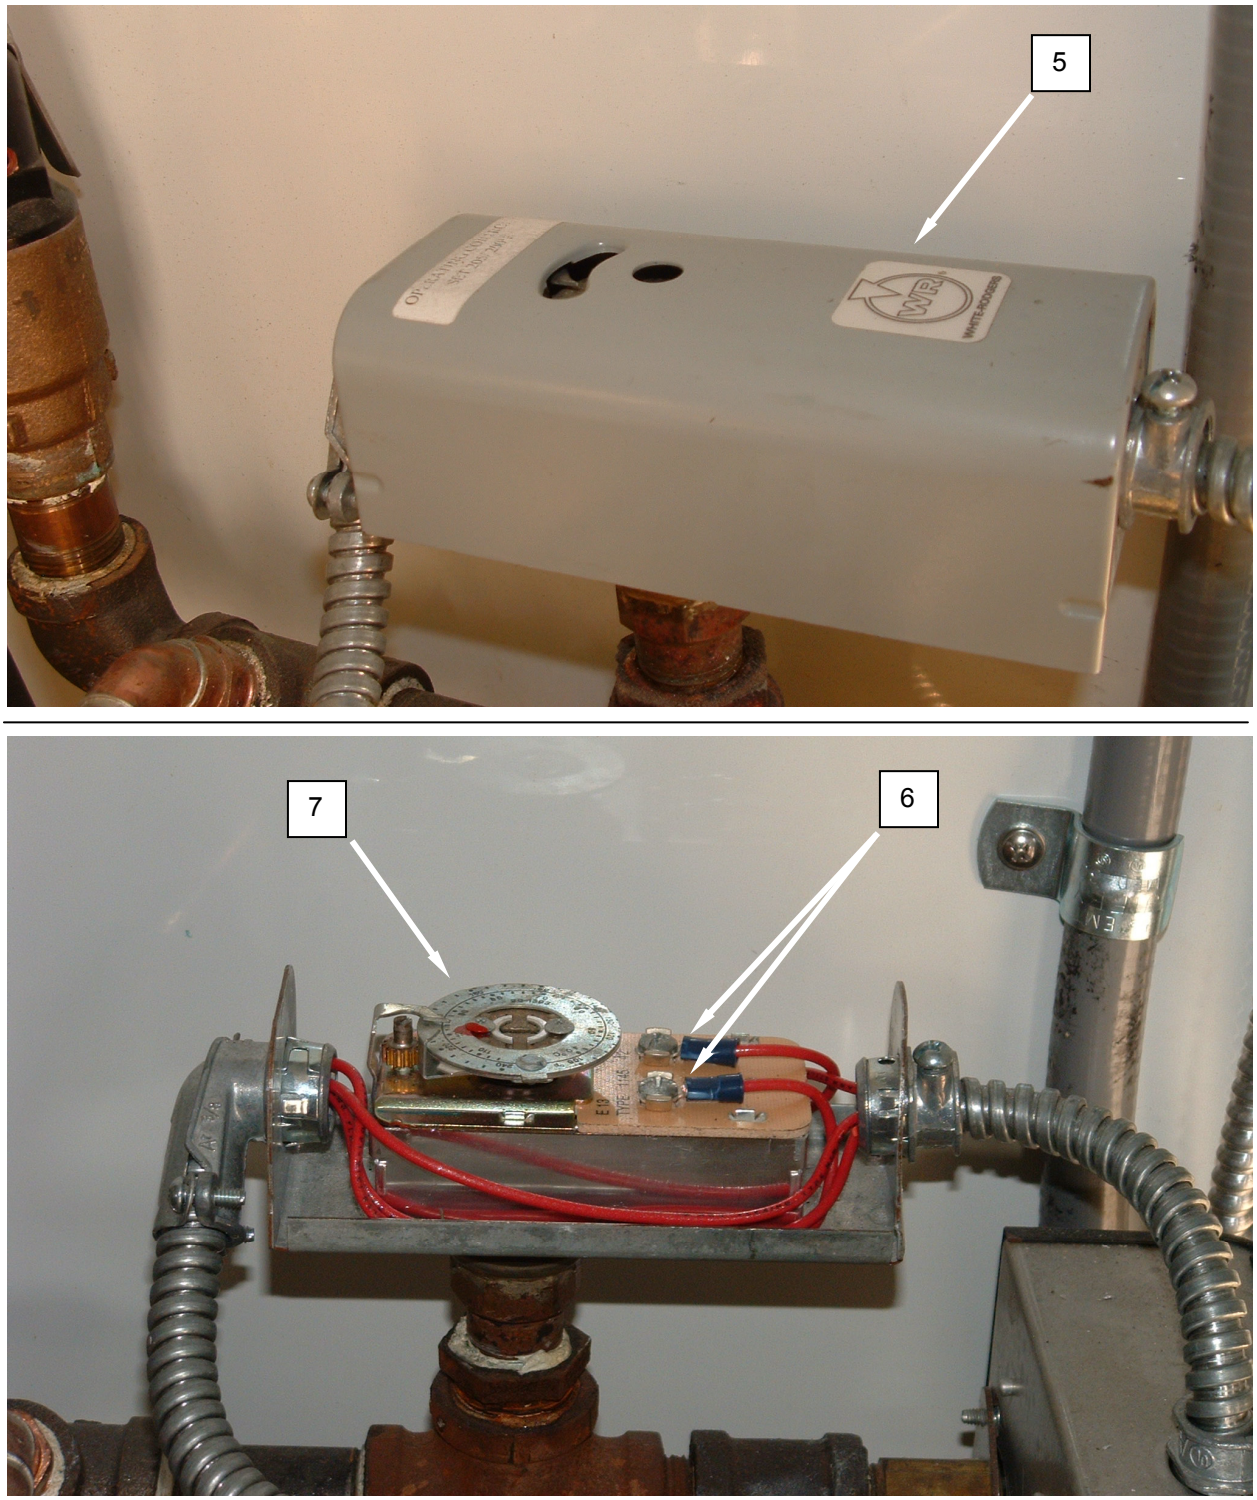

Figure 3. Test the Thermostat.
2. Slide the thermostat cover **(Figure 3, Item 5)** up and remove the cover.
3. Tag and disconnect the wiring from the thermostat terminals **(Figure 3, Item 6)**.
4. Ensure the dial **(Figure 3, Item 7)** has been set for approximately 205 ^{o}F.
5. Use an ohmmeter to test for continuity between the two terminals **(Figure 3, Item 6)**. There should be continuity between the two terminals.
6. Reconnect the wiring to the terminals **(Figure 3, Item 6)** as tagged.
7. Install the thermostat cover **(Figure 3, Item 5)**.